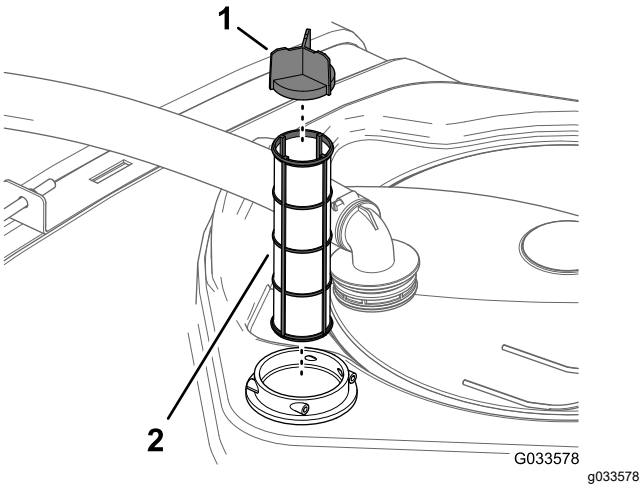

Figur 30
4. Dra ut sugfiltret ur filterkåpan i tanken (Figur 30).